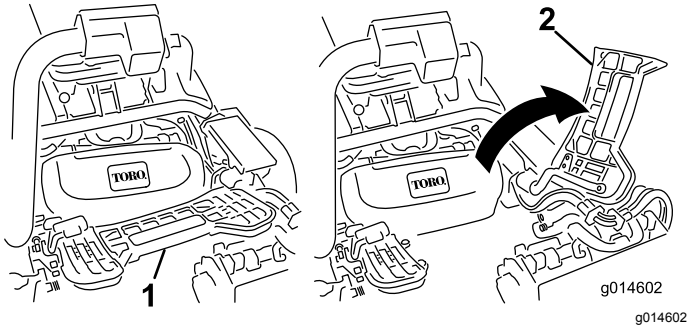

Figuur 44
1. Klap de voetsteun omhoog zodat u bij de middelste maai-eenheid kunt (Figuur 44).